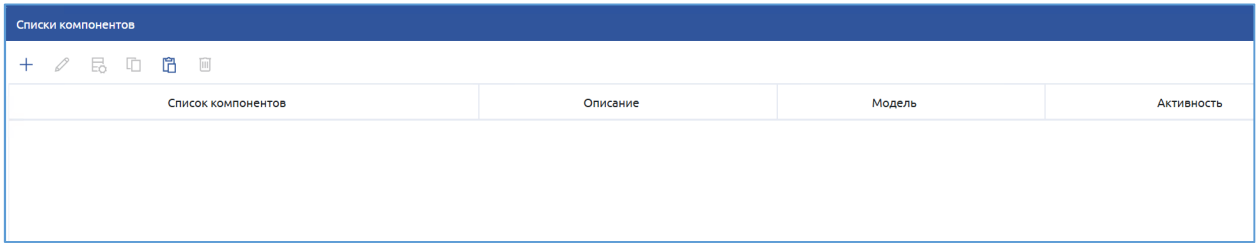

Рисунок 26. Экранная форма «Списки компонентов».
2. В результате открывается экранная форма «Списки компонентов» (Рисунок 26).